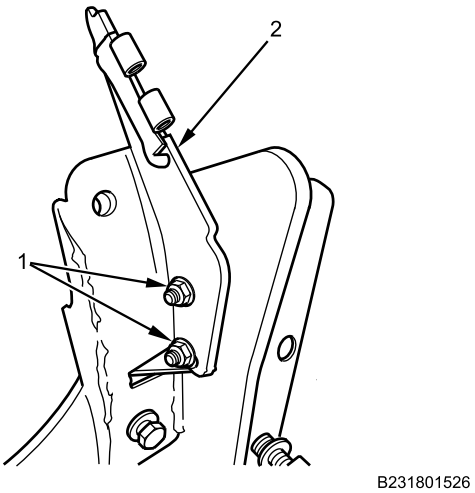

Figure 3. Power Distribution Bracket.
6. Remove two bolts and hex locknuts (Figure 3, Item 1) from power distribution armor plate bracket (Figure 3, Item 2). Discard locknuts.